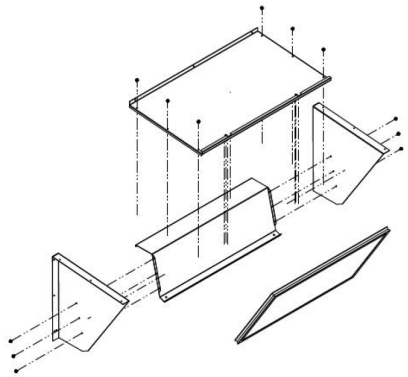

Figure 3 - Economizer Hood Assembly
6. Assemble the hood per the exploded view in Figure 3 using the screws provided. Insert the bottom of the aluminum mesh filter so it will rest on the hood divider, then snap the top of the filter into the clips at the top.